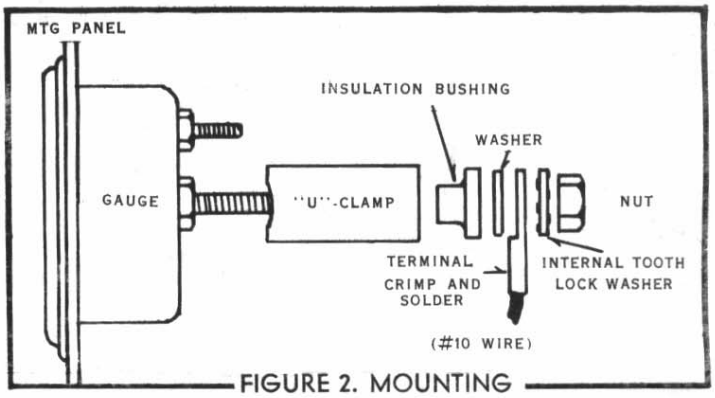

FIGURE 2. MOUNTING
3. Place the gauge in panel or cut-out as desired, and install the mounting bracket (U-clamp) as shown. Be sure the insulating bushings are installed in the U-clamp. See Figure 2.
4. Using No. 22 gauge wire, connect a lead to the top (S) terminal of the gauge, then run the other end of the wire through a convenient hole in the firewall. Cut wire to required length and connect to newly installed sender.